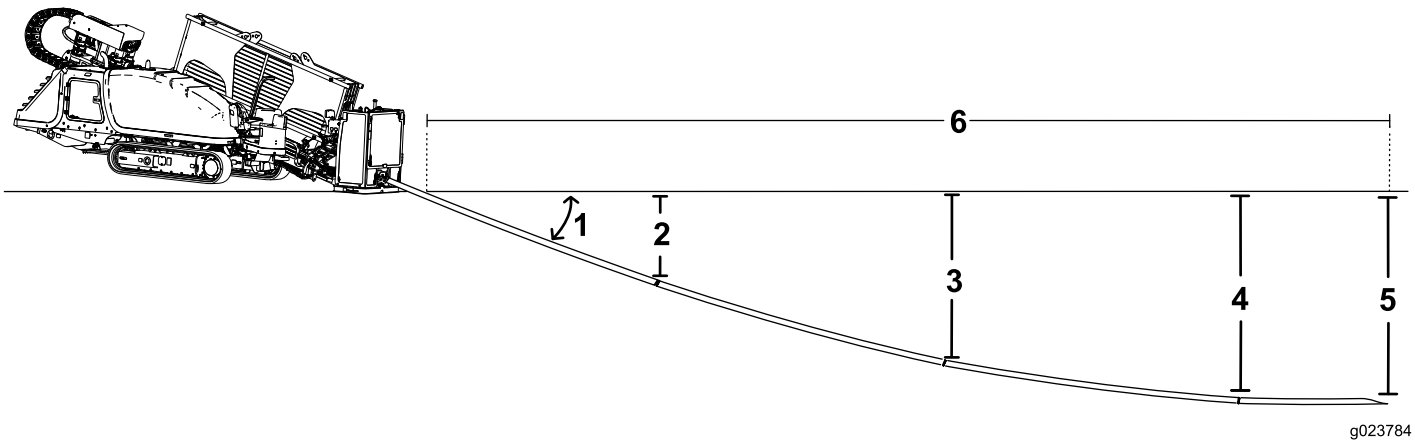

Rysunek 29
- Pierwsze 3 m świdra z żerdzią wprowadza się do gruntu bez zmiany kierunku. Koniec świdra będzie na głębokości 53 cm(Rysunek 29).